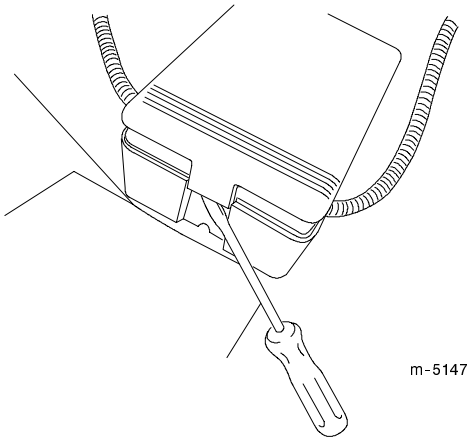

**Figure 6**
**Note:** Use a flat-head screw driver to unclip the battery cover (Fig. 6). Unclip both ends of the battery cover before removing it to prevent damaging it.